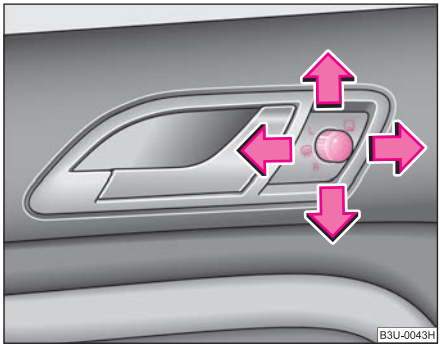

Fig. 53 Inner part of door: rotary knob (joystick)
– Turn the rotary knob to position ⇒ fig. 53.
When the rotary knob is in position R ⇒ fig. 53 and the reverse gear is engaged, the surface of the mirror tilts down slightly. This provides an aid in seeing the kerb of the pavement when parking the car.
– Turn the exterior mirror control to position R ⇒ page 69, fig. 53.
– Press the desired memory button (D) and hold the button pressed for about 3 seconds until an audible signal confirms that the setting has been stored. ▶